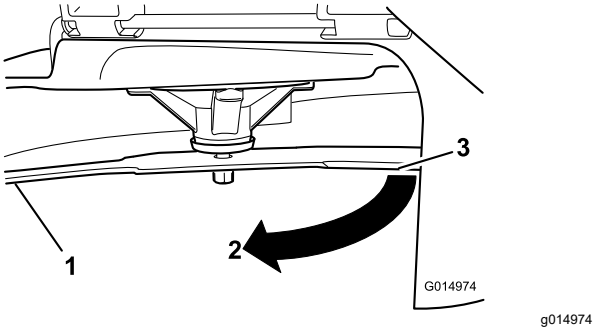

**Figur 76**
3. Målt afstand mellem skærekniven og overfladen (A)
4. Drej samme skærekniv 180 grader, så den modsatte skærekant nu befinder sig i samme position (Figur 76).